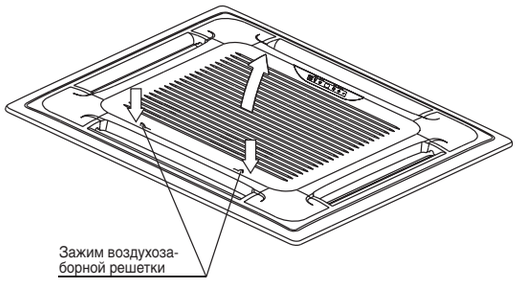

Рис. 4-4
- Одновременно потяните два зажима воздухозаборной решетки в направлении друг к другу, затем потяните их на себя (рис. 4-4).